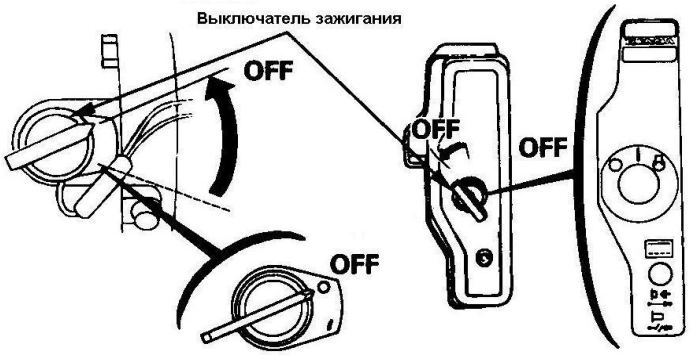

Рисунок 11 – Выключатель зажигания в положении "OFF" ("Выключено")
- поверните переключатель двигателя в положение "OFF" ("Выключено") (рисунок 11);